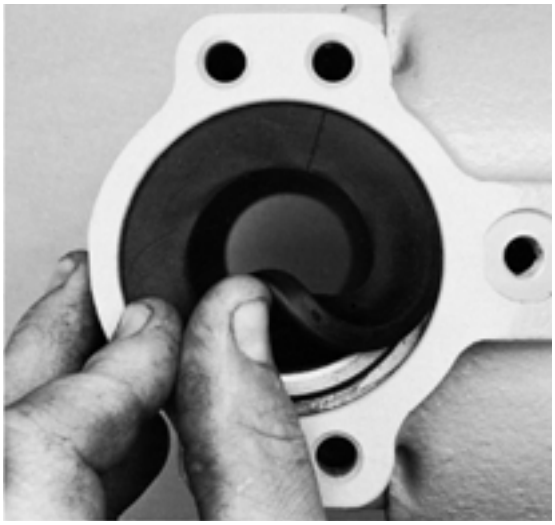

Figura 23
18. Desdoble el reborde superior (Figura 23) y coloque correctamente en posición los rebordes superior e inferior del HYDRATUBE.